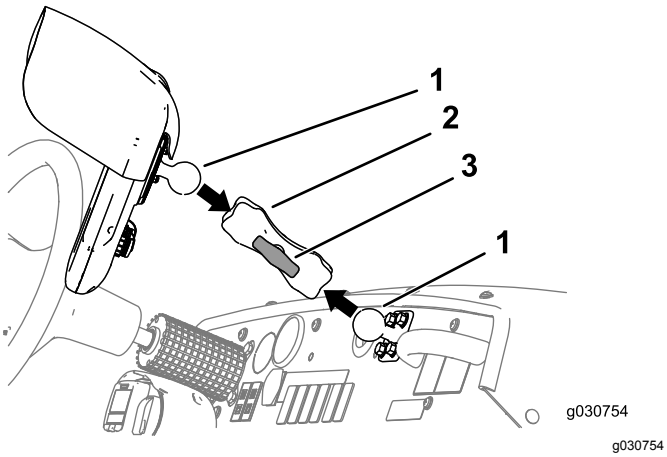

Figuur 153
3. Draai de knop van de monitorarm los tot u zowel de kogeltap voor de fitting aan de achterkant van de monitor van de spuitmachine als de kogeltap voor de houder aan het dashboard in de holte van de monitorarm kunt schuiven (Figuur 153).
4. Stel uit de bestuurdersstoel (linker stoel) de stand van de monitor van de spuitmachine af zodat u het weergavescherm gemakkelijk kunt zien (Figuur 153).
5. Draai handmatig de knop van de monitorarm vast (Figuur 153).